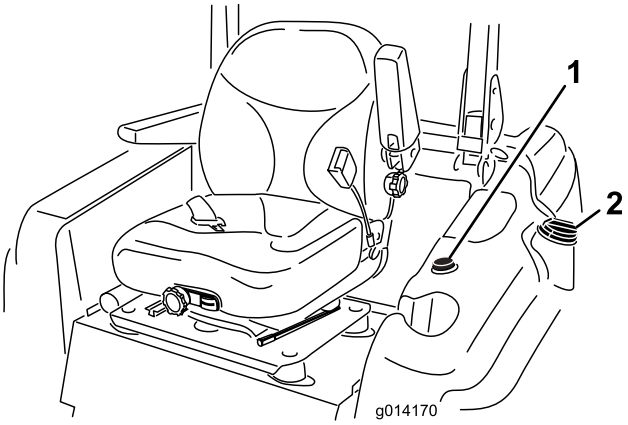

Figur 11
3. Rengör runt tanklocket och ta bort locket (Figur 11).